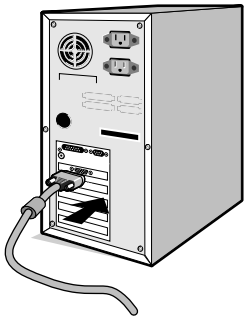

**Abbildung A.2**
**PC mit analogem Ausgang:** Verbinden Sie den Mini-D-SUB-Stecker (15 Stifte) des DVI-A-Signalkabels mit dem Anschluss der Grafikkarte in Ihrem System (**Abbildung A.2**).